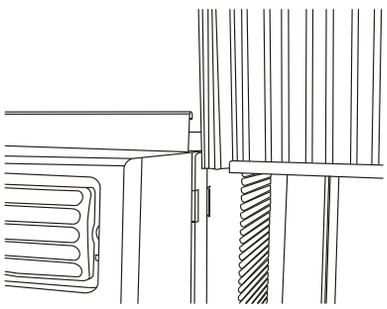

Fig.2
B. Faites glisser l'extrémité libre de la section "I" du panneau directement dans l'armoire comme indiqué dans la Fig. 2. Faites glisser le panneau vers le bas. Assurez-vous de laisser suffisamment d'espace pour glisser le haut et le bas du cadre dans les rails de l'armoire.